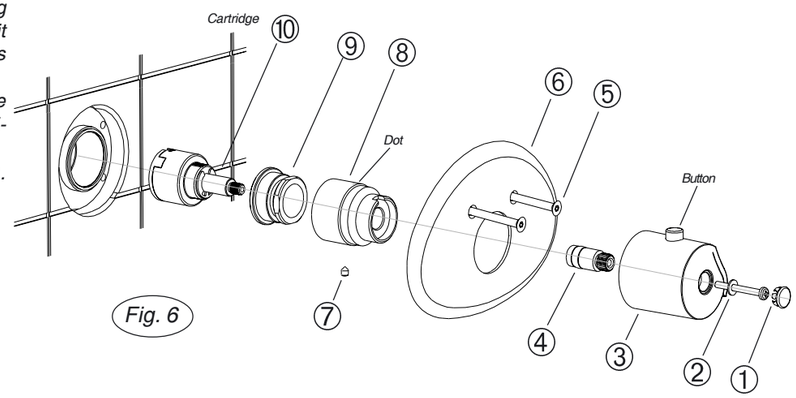

Fig. 6
- Remove cartridge, following steps 1 to 10 as shown in Fig.6